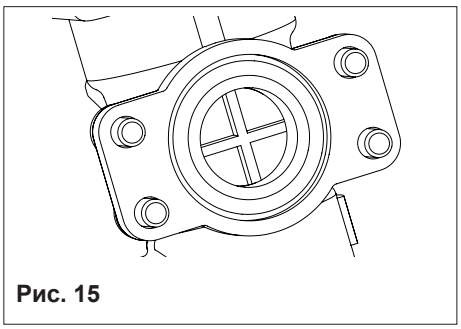

Рис. 15
- вставить клапан и большую пружину, следя за тем, чтобы вращающийся диск направляющей пружины был правильно установлен (рис. 15);